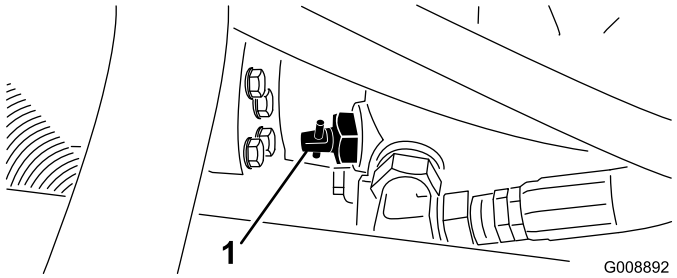

Figur 26
1. Find omløbsventilen på pumpen (Figur 26), og drej den 90°.